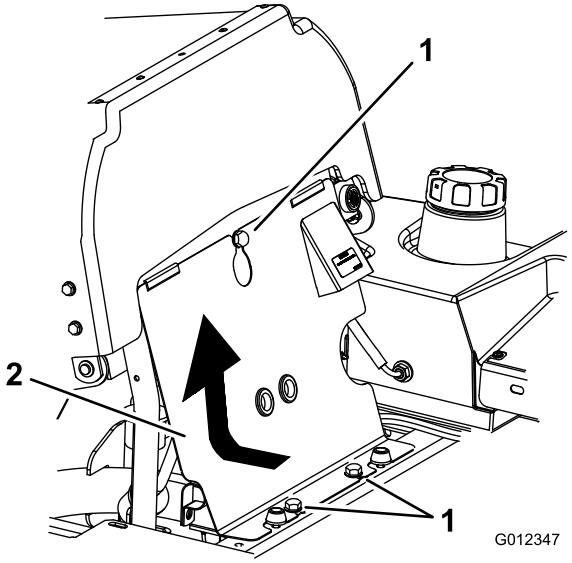

Figur 66
3. Tippa sätet framåt, lossa bultarna och demontera den främre motorkåpan (Figur 66).